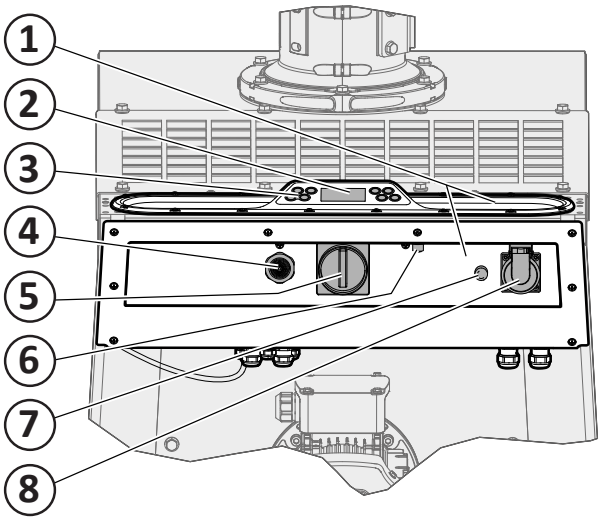
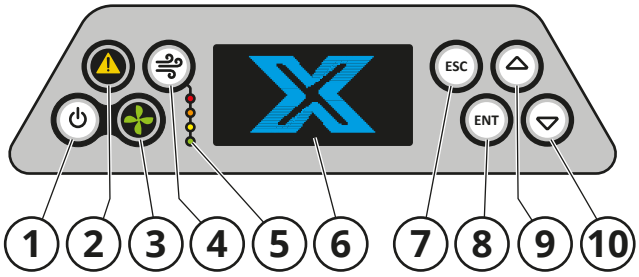

Fig. 16
Fig. 17
Se **Fig. 16.**
På manöverpanelen (**Fig. 16**) sitter styrpanel, strömbrytare, anslutning för tånggivare och uttag 230 VAC med automatsäkring. Manöverpanelen fungerar även som handtag vid förflyttning samt avlastningsyta.
Behov av filterrensning indikeras av ljudlarmet (4), blinkande varningsindikator (2, **Fig. 17**), samt att indikatorlampa för normaldrift (3) slocknar på styrpanelen. När tryckfallet uppgår till 1600 Pa ger ljudlarmet signal att filterpatronen är i behov av rengöring. Om larmet ignoreras och filterrengöring uteblir riskerar luftflödet att sjunka under min flödet (~600 m^3/h).
Se **Fig. 17.**
När maskinen strömsätts med strömbrytaren (5, **Fig. 16**) tänds displayen (6, **Fig. 17**). När displayen visar INSTÄLLNINGAR och UNDERHÅLL är styrpanelen klar för användning. Fläkten startas/stoppas med Start/stoppknapp fläkt (1) och driften indikeras av driftsindikatorn (3). Om luftflödet är för lågt slocknar driftsindikatorn, varningsindikatorn (2) blinkar och ljudlarmet varnar.
Auto uttag start. Inställning för att med ett verktyg t.ex vinkelslip anslutet till Uttag 230 V (pos 8, **Fig. 16**) starta och stoppa fläktmotorn. Val görs med navigeringsknapp.
Vid val **AUTO rengöring ON** i inställningsmenyn sker automatiskt filterrensning under drift. Automatisk filterrensning sker mellan förinställda tryckfall. Indikatorlamporna för Filterstatus på styrpanelen (**Fig. 17**, pos 5) visar filtermediets nedsmutsningsgrad. En offline-rensning sker också 20 minuter efter att fläktmotorn stängts av. När filterpatronen är mättad och luftflödet för lågt signalerar ljudlarmet och varningsindikatorn (2).